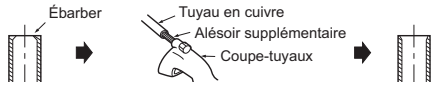

Fig. 3
2) Ébarbez parfaitement la partie tronçonnée du tuyau en évitant d'introduire des éclats de métal dans la tuyauterie. (Fig. 3)